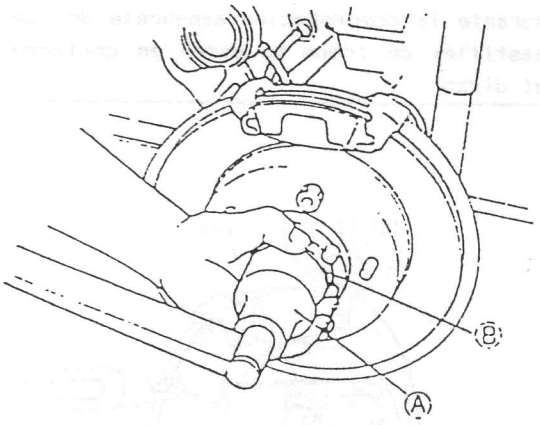

Fig. 17-5-23
1) Girando el buje de la rueda con la mano, apriete la tuerca del cojinete con un par de 8,0 kg-m, utilizando las herramientas especiales A y B. Afloje la tuerca hasta reducir el par anterior a 0 kg-m. Luego reapriete la tuerca con un par de 1,0 a 1,5 kg-m, hasta que los 4 orificios roscados abiertos en la contratuerca coincidan con los 4 agujeros de tornillos abiertos en la arandela de freno ensamblada después de la contratuerca. (Véase Figs. 17-5-23 y 17-5-24).